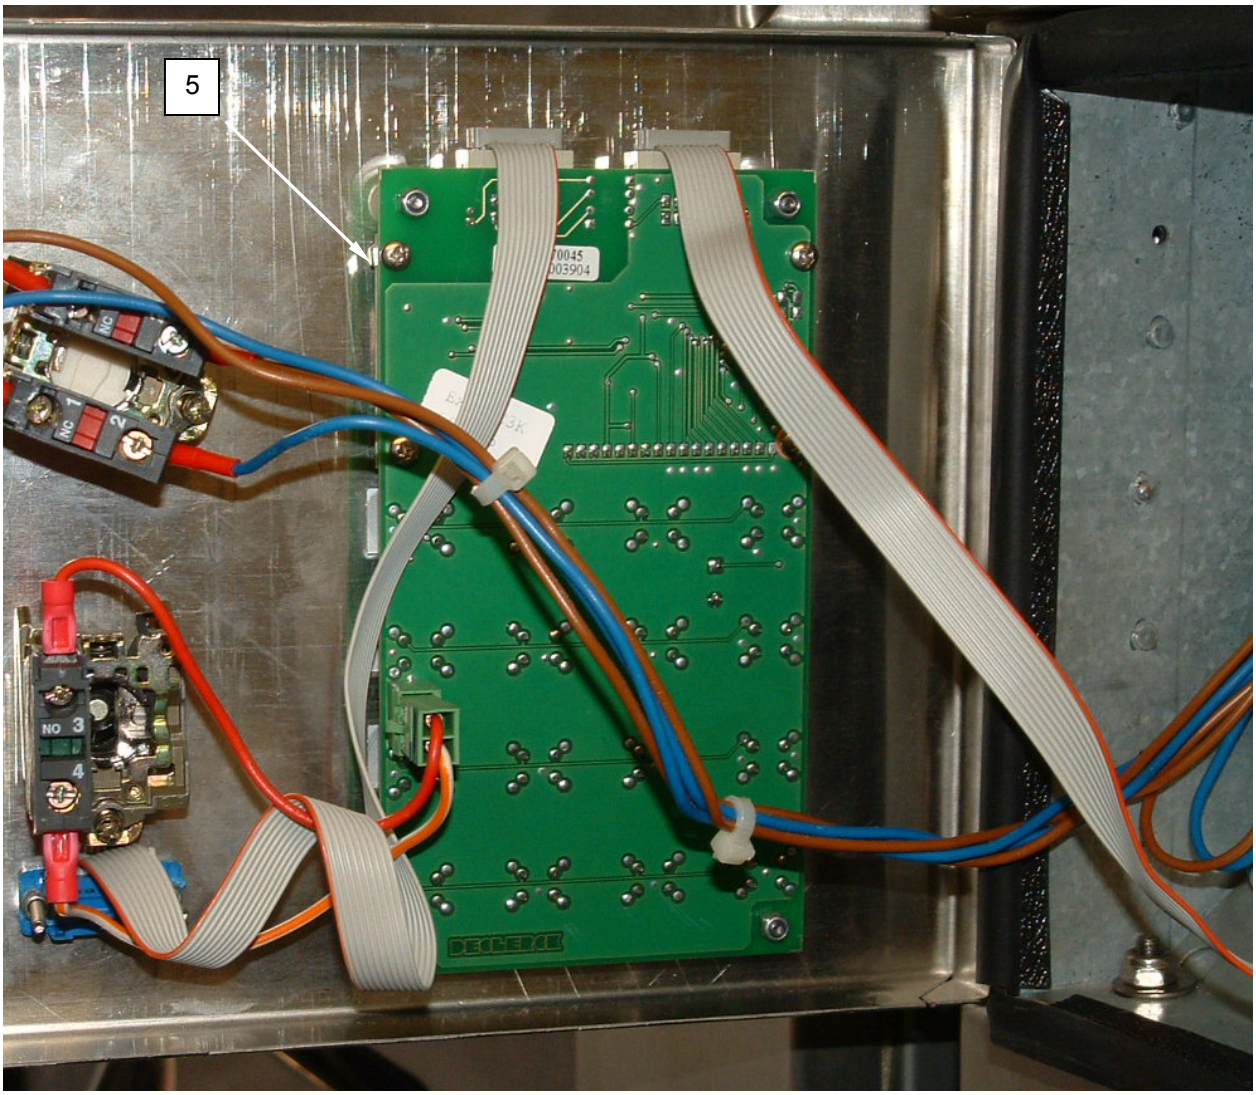

Figure 3. Replace the Microprocessor Display.
3. Tag and disconnect wiring from display **(Figure 3, Item 5)**.
4. Remove screws retaining display **(Figure 3, Item 5)** and remove display.
5. Install replacement display **(Figure 3, Item 5)** and retain with screws.